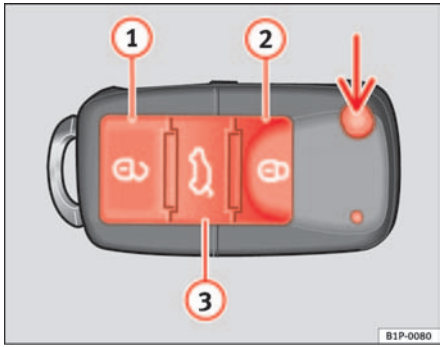

Fig. 64 Assignment of buttons on the remote control key
Using the button ⇒ fig. 64 (arrow) on the control, the key shaft is released.
Unlocking the vehicle 🔓 ⇒ fig. 64 (1) .
Locking the vehicle 🔒 . ⇒ fig. 64 (2)
Unlocking the tailgate. Press the button ⇒ fig. 64 (3) until all indicators on the vehicle briefly flash. When the unlocking button (3) is pressed, 2 minutes remain for opening the door. Once this time has passed, it will lock once more.
Also, the battery indicator on the key ⇒ fig. 64, will flash.
When the button 🔓 ⇒ fig. 64 (1) is used the driver's door is unlocked, all others remain locked.
Press the button 🔓 ⇒ fig. 64 (1) twice to unlock all doors. ▶
- Lock the vehicle using the driver side door lock with the remote control key ⇒ page 98, fig. 64 .